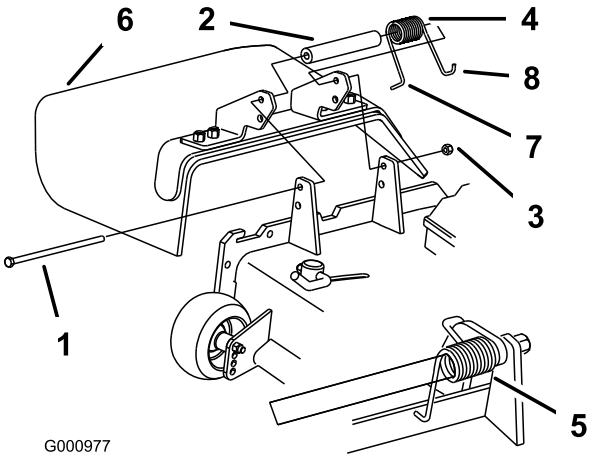

Rysunek 92
1. Odkręć przeciwnakrętkę, śrubę, sprężynę i element dystansowy mocujące deflektor do wsporników osi obrotu (Rysunek 92). Usuń uszkodzony lub zużyty deflektor trawy.
Informacja: Przed przykręceniem śruby w sposób pokazany na Rysunek 92 upewnij się, że koniec sprężyny w kształcie litery **L** jest zamontowany za krawędzią podwozia.
3. Zamocuj śrubę i nakrętkę. Umieść koniec sprężyny z zaczepem w kształcie litery **J** wokół deflektora trawy (Rysunek 92).